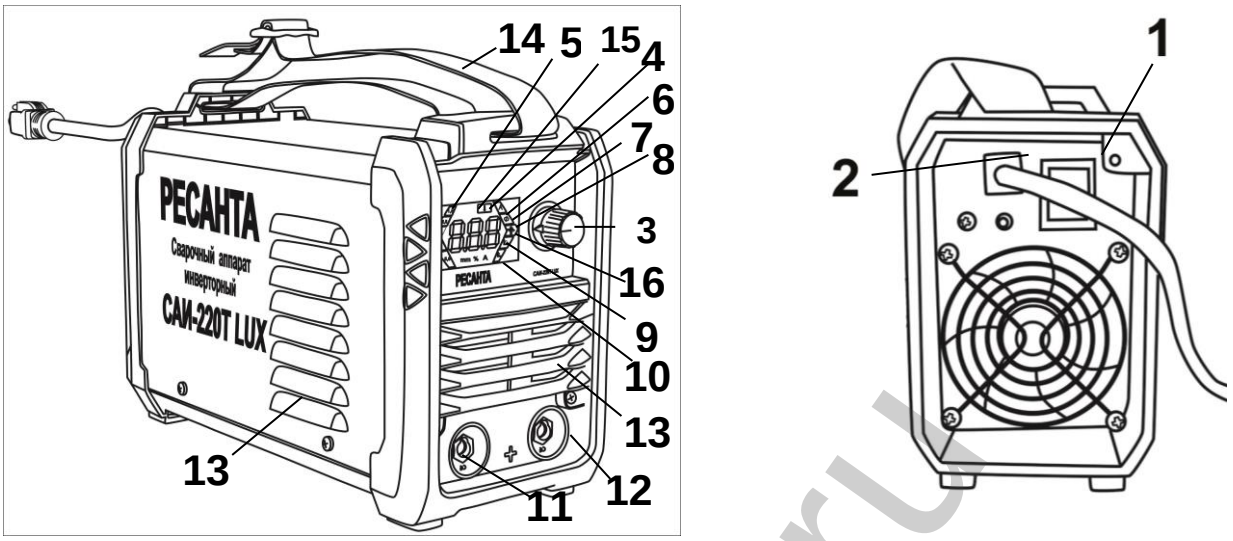
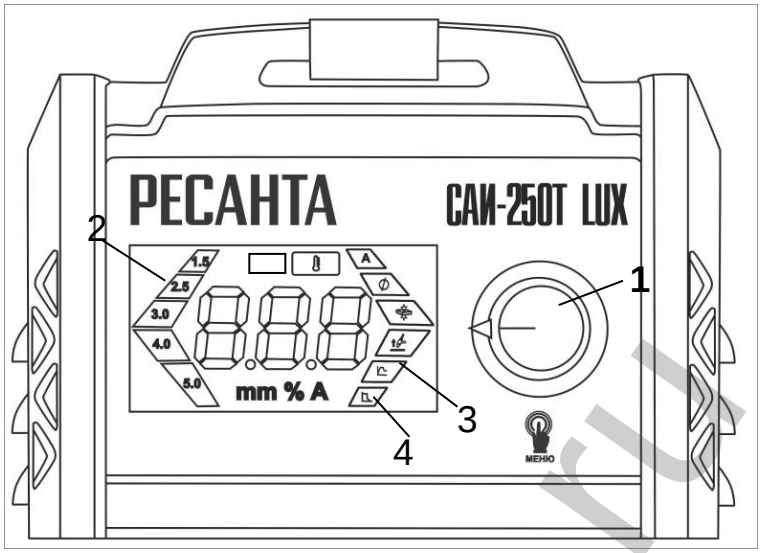

Рис. 1. Общий вид
Рис.2 Управления режимами/функциями ручной регулировкой
2. Регулировка сварочного тока осуществляется вращением регулятора 1(рис.1). При этом на дисплее будет отображаться рекомендуемый диаметр электрода 2(рис.2).
3. Регулировка параметров функции «Горячий старт» 3 (рис.2) осуществляется регулятором 1(рис.2). Регулировка осуществляется в диапазоне от 1 до 10, где каждая цифра означает увеличение тока в % («1» означает увеличение выставленного на дисплее тока на 10%, «2» - на 20%, … «10» - означает увеличение выставленного тока на дисплее в 2 раза. При максимальном токе данный параметр увеличиваться не будет.
4. Регулировка параметров функции «Форсаж дуги» 4(рис.2) осуществляется регулятором 1(рис.2), регулируя величину форсажа дуги в диапазоне от 1 до 10, где каждая цифра означает увеличение тока в % («1» означает увеличение выставленного на дисплее тока на 10%, «2» - на 20%, … «10» - означает увеличение выставленного тока на дисплее в 2 раза. При максимальном токе данный параметр увеличиваться не будет.
- После зажигания дуги старайтесь сохранять расстояние между рабочей поверхностью (Вашей деталью) и электродом приблизительно равное диаметру самого электрода примерно 3 – 5 мм. Необходимо соблюдать это расстояние постоянно во время сварки. Угол наклона электрода от вертикальной оси должен быть от 20° до 30° (Рис 8 (рис.2)).